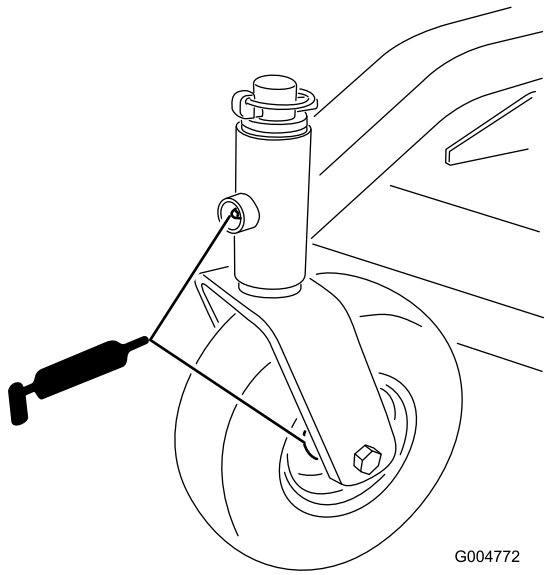

Figura 13
- boccole dei fuselli delle ruote (Figura 13)
- cuscinetti ruota orientabile (Figura 13)